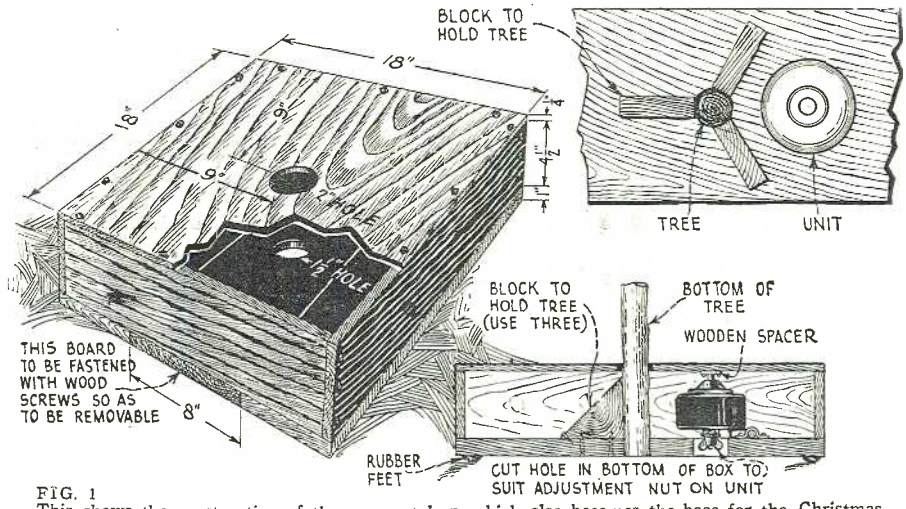

FIG. 1
The illustrations are almost self-explanatory, but a few words of explanation may not be amiss. The box shown in Fig. 1, can be made out of almost any sort of wood, and the dimensions as given are about right. The entire box is made out of lumber 1 inch thick, with the exception of the top board, which may be some veneer wood ¼-inch thick, or even less. This receives the sound vibrations, transmitting them to the surrounding air, and for that reason the wood must be thin. Across the bottom there is a removable piece of wood 8 inches wide; the reason for this being explained further down.
The pin (P) of the loud-speaker (LS), when the board (C) is put into place, rests upon the small wooden block (A). This wooden block is not absolutely essential, as the pin (P) of the loud-speaker may rest against the veneer board, if necessary. In the cross-section in Fig. 1 it is shown how the loud-speaker is arranged. There should also be a hole for adjusting the loud-speaker, which is important. In this combination a *unit that cannot be adjusted is useless;* as it would be almost impossible to get the right tension between the vibrating pin and the veneer board unless you can puncture the veneer board itself and provide some adjusting means on this. This could, perhaps, be done with a machine screw; and by moving this back and forth the correct adjustment could be obtained. I do not recommend this method.